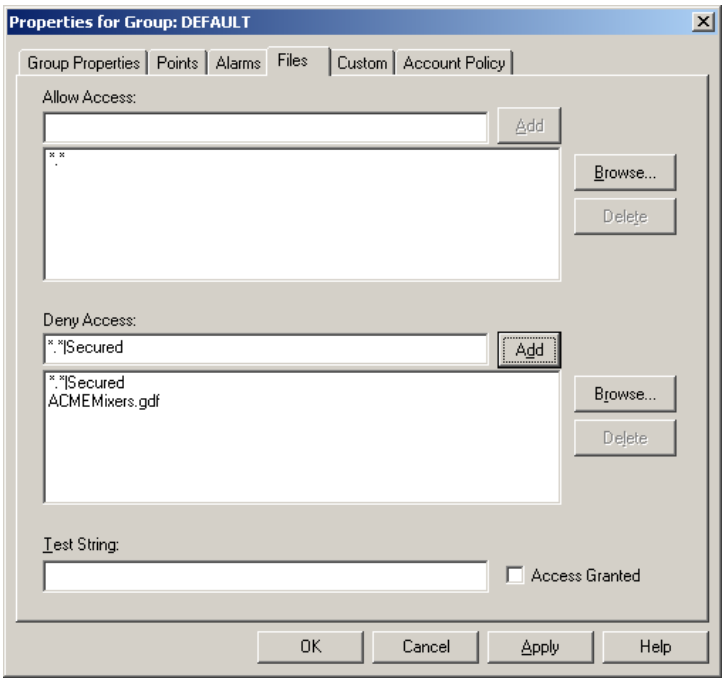

Figure L16.5 - Denying Display Access for the Default Group
5. Enter "*.*|Secured" in the Deny Access list, and click on "Add" to deny access rights to any layer called Secured on all displays when nobody is logged on, as shown in Figure L16.5.